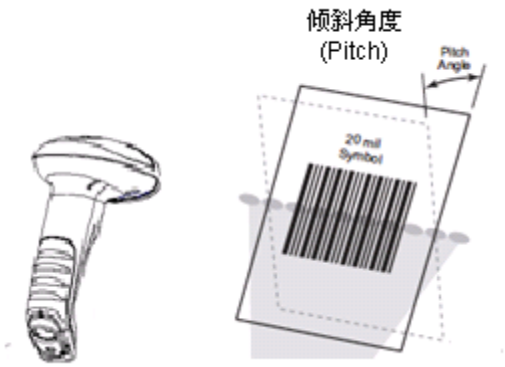

Fig. 1-14
- ✧ Pitch ： ±55°, 0° Roll and 0° Skew (Fig. 1-14)